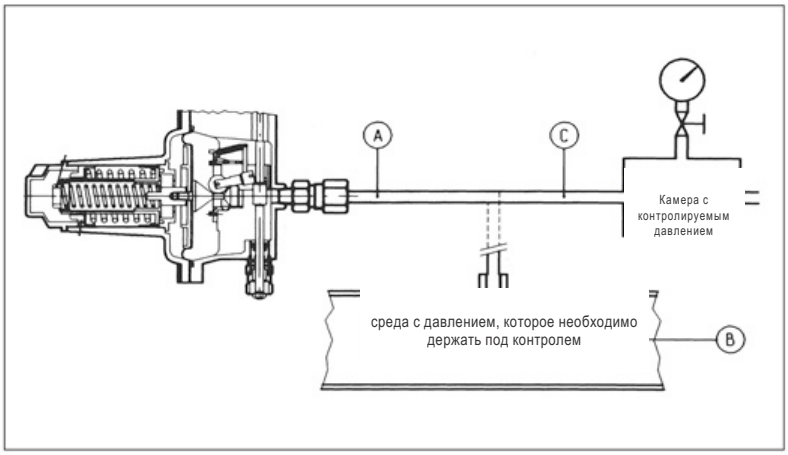

***Рисунок 20***
B) Для устройств, не имеющих клапана "push" (рис. 20) рекомендуется отдельно подсоединить управляющую голову к вспомогательному контролируемому давлению и повторить описанные выше операции.